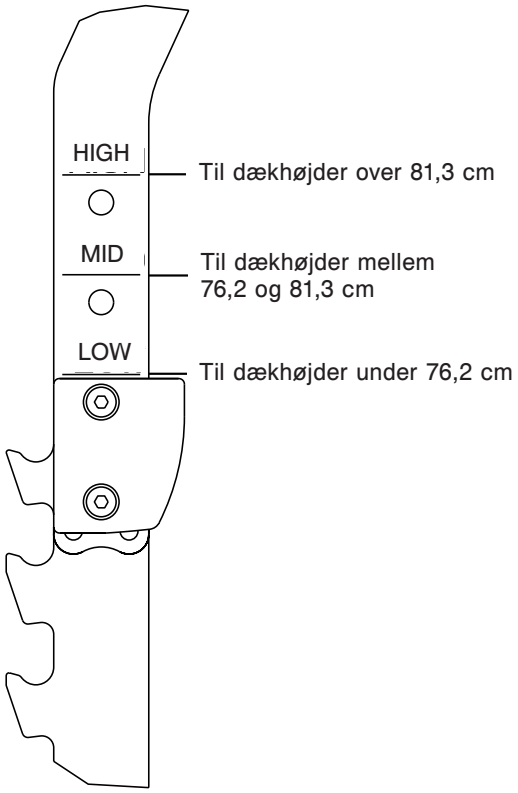

Figur 12
3. Vælg HIGH (Høj), MID (Mellem) eller LOW (Lav) afhængigt af kravene til bårens indladningshøjde (se Figur 12). F.eks.: